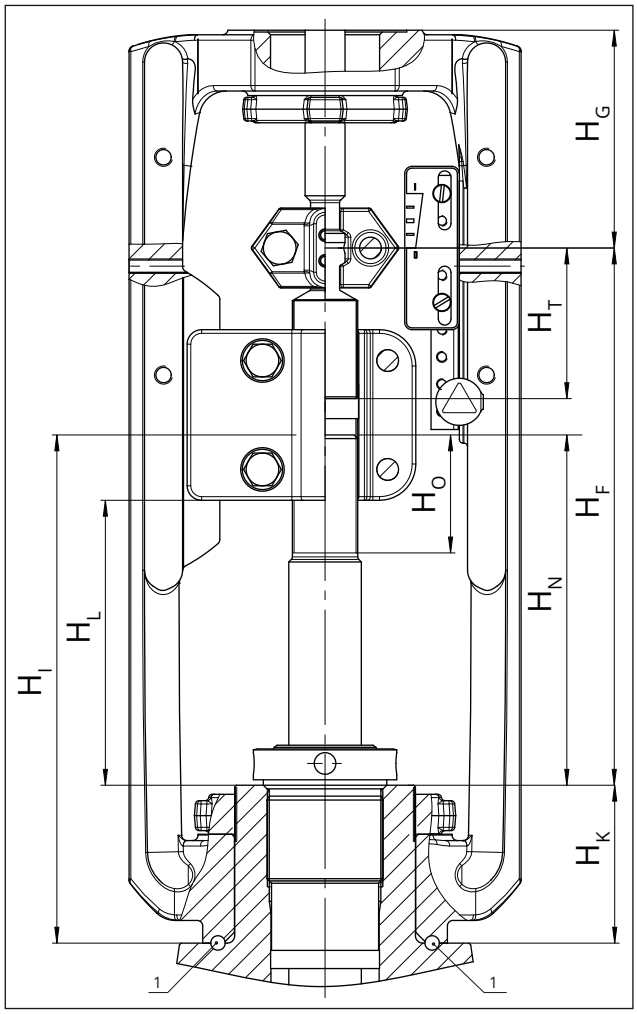

**Fig. 27:** *Dimensional drawing with mounting dimensions for Types 3271 and 3277 Pneumatic Actuators*
**Table 8:** *Mounting dimensions for Types 3271 and 3277 Pneumatic Actuators · See Fig. 27 for dimensional drawing*
After mounting the actuator, the travel indicator scale must be aligned. To do so, align '0' on the travel indicator scale with the tip of the stem connector clamp (see Fig. 27).